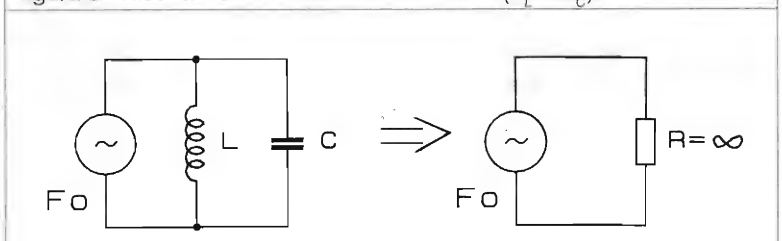

figura 4 - Risonanza in un circuito LC in parallelo ($X_L = X_C$).
- circuito parallelo: alla frequenza di risonanza diventa una resistenza teoricamente infinita (vedi figura 4).